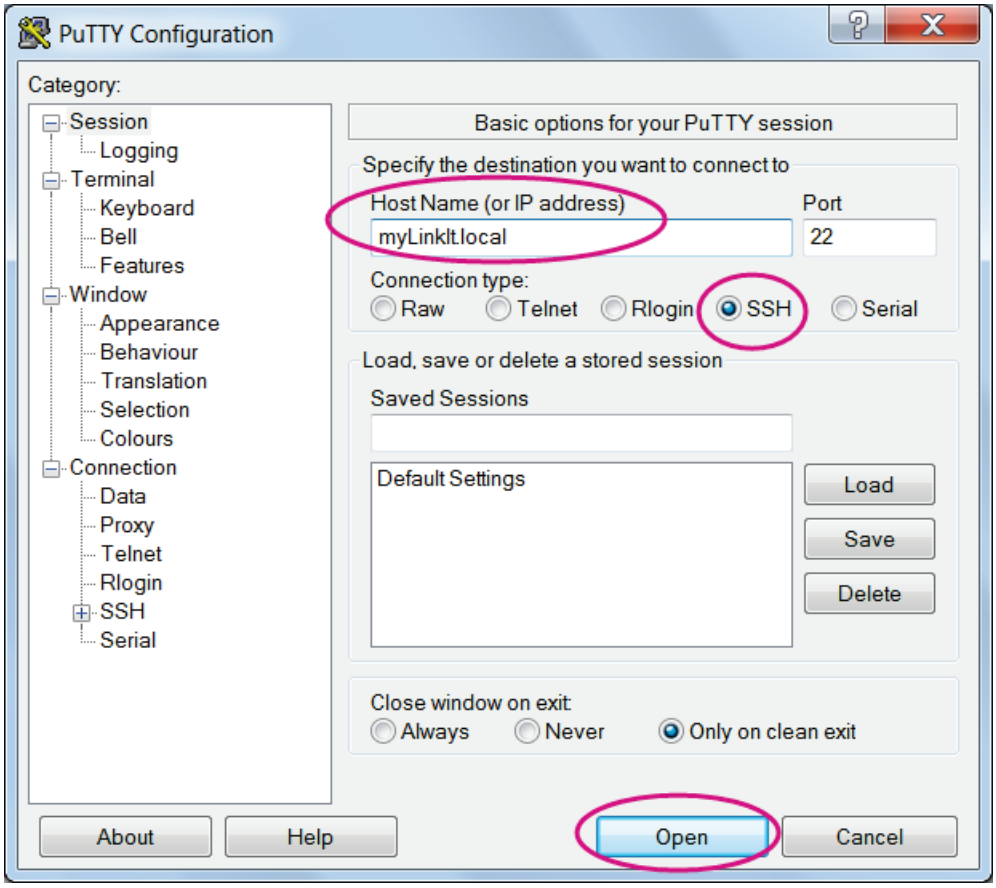

Figure 14 Using SSH in Windows PuTTY
2) Open PuTTY and a Security Alert window will pop up, click **Yes**. Then, in the PuTTY Configuration window, type **myLinkIt.local** in the Host Name box, check the **SSH** radio button and click **Open** as shown in Figure 14.